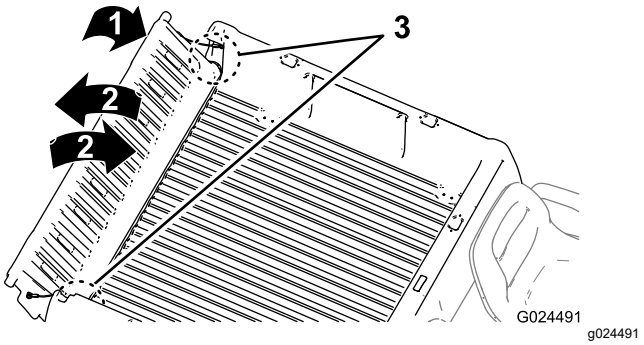

**Figur 17**
2. Vri baklemmen til ca. 45° vinkel (Figur 17).
3. Beveg baklemmen frem og tilbake flere ganger ved å riste den litt (Figur 17).